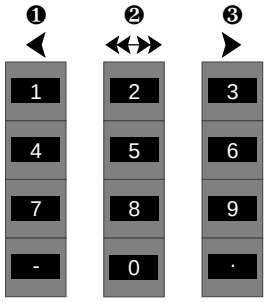

Fig. 2.2 *— The columns of the numeric keypad indicate the direction and speed of a JOG.*
Concentrate first on the column convention. For better identification, we can label them ❶, ❷ and ❸ (Fig. 2.2).